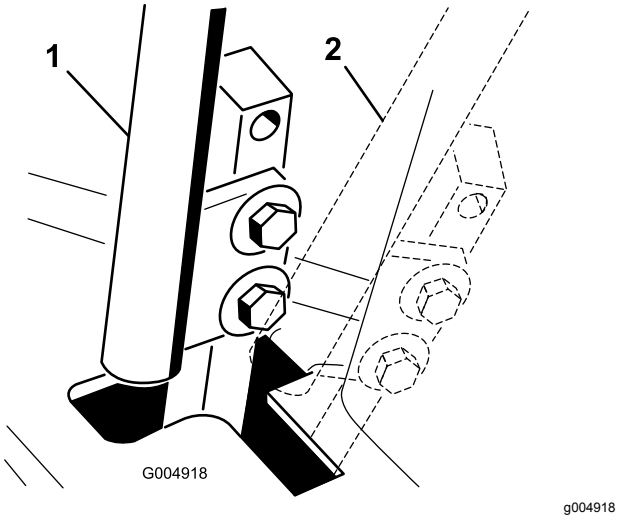

Figuur 50
4. Zet de rijhendel in de NEUTRAALSTAND **zonder deze te vergrendelen** (Figuur 50).
6. Controleer of de hendel de juiste positie heeft ten opzichte van de inkeping in het bedieningspaneel (Figuur 50).